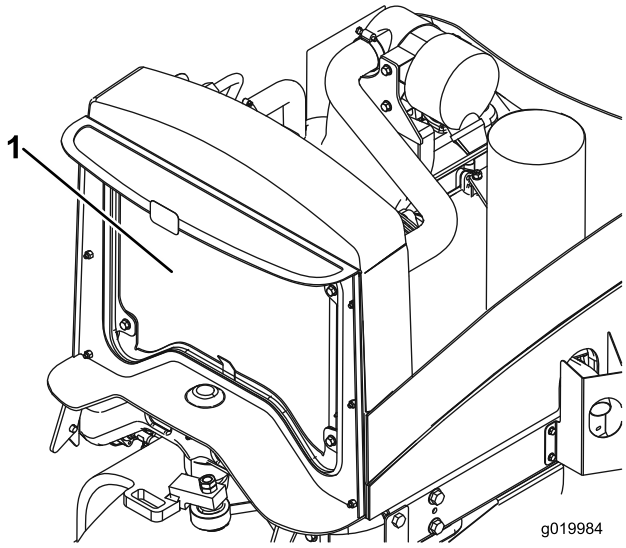

Figur 57
2. Rengjør begge sidene av radiator/oljekjøleren grundig med vann eller trykkluft (Figur 57).